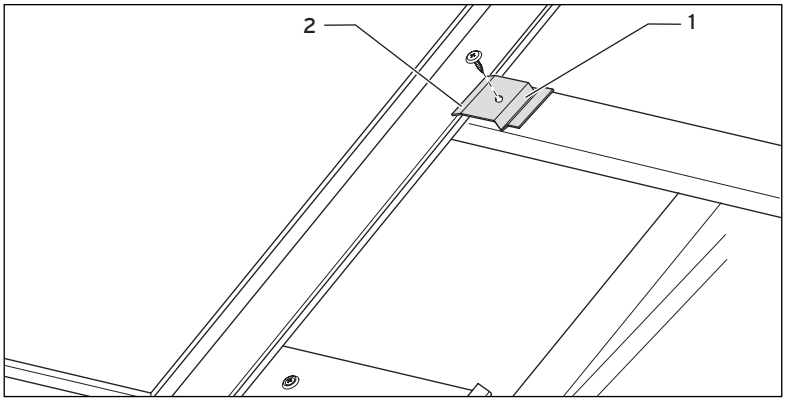

Рис. 4.14 Привинчивание плоских коллекторов
- Закрепите коллектор сбоку на обрешетине соответственно 4 входящими в объем поставки хомутами и винтами № 3 (ср. рис. 4.14).